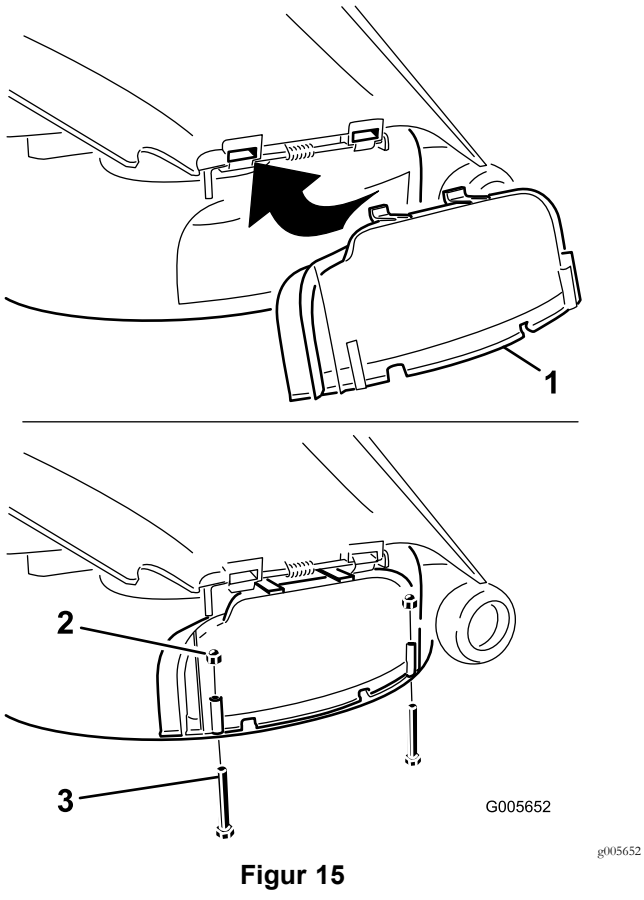

Figur 15
5. Vrid ner utkastarluckan över öppningen och på den undre kanten på klipparen (Figur 15).
6. Fäst utkastarluckan på den nedre kanten på klipparen med två skruvar (1/4 x 2 1/2 tum) och två hattmuttrar (1/4 tum) i enlighet med Figur 15.